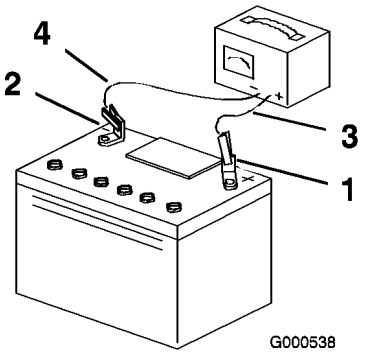

Figure 32
3. Quand la batterie est chargée au maximum, débranchez le chargeur de la prise, puis débranchez les fils du chargeur des bornes de la batterie (Figure 32).